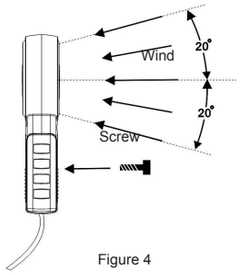

Figure 4
Measuring Air Velocity (Air Temperature)(See Figure 4)
4. As shown in Figure 4, place the anemoscope in a direction as marked on inner side of the fan. And secure the handle with a screw (the user needs to buy the screw on his/her own).
6. To obtain a accurate reading, please hold the anemoscope horizontally as in the Figure 4, the angle deviation should be ＜200.